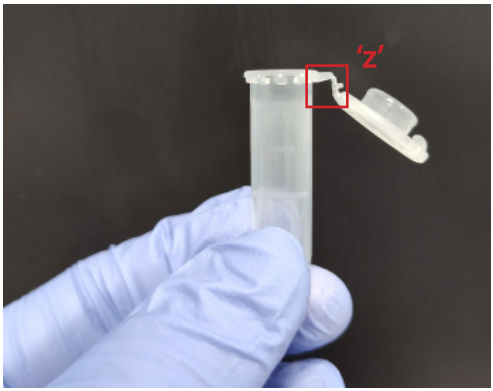

Figura 2
4. Inclinar a tampa para baixo e, em seguida, para dentro, fazendo com que a dobradiça da tampa forme uma forma em «Z» antes de colocar os tubos de eluição no tabuleiro (Figura 2)